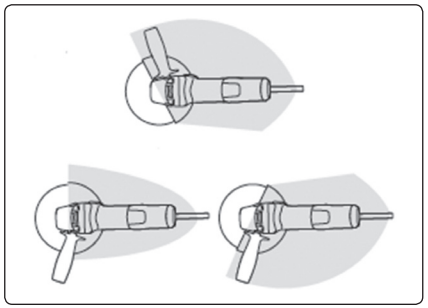

Fig. 5
- **Depending on which part of the disc is exposed, the disc guard must be installed in such a way that the smallest possible part of the disc facing the user is exposed in order to provide the maximum level of protection to the users, see fig. 5. The grey fields shown in fig. 5 indicate the protection zone of the user relative to the orientation of the disc guard respective to the exposed parts of the disc (work zone). In the event that the work zone of the disc is changed, it is necessary to adequately change the position of the disc guard in order to provide the maximum level of protection to the user.**
- Tilt open the lever of the quick coupling system on the disc guard and seat the clamp of the disc guard over the notch on the neck of the angle grinder so that the tab on the clamp of the disc guard is inside the groove on the neck of the angle grinder, with the clamp of the disc guard seated as low as possible on the neck of the angle grinder. Then turn the disc guard so that the maximum level of protection is provided to the user with respect to the stance of the user and the exposed part of the disc that will be used to make the cut (see fig. 5). Prior to tilting down the lever of the quick coupling system, ensure that the disc guard is correctly seated and then fully fold down the lever of the quick coupling system. Subsequently, using an appropriate assembly tool, firmly tighten the clamp of the disc guard by turning the nut on the bolt of the disc guard so that the disc guard is firmly secured in place for the operation of the angle grinder and simultaneously so that it is possible to tilt open the lever of the quick coupling system in the event that it is necessary to adjust the position of the disc guard. Use your hand to pull on the disc guard to check that the disc guard is firmly secured in place.